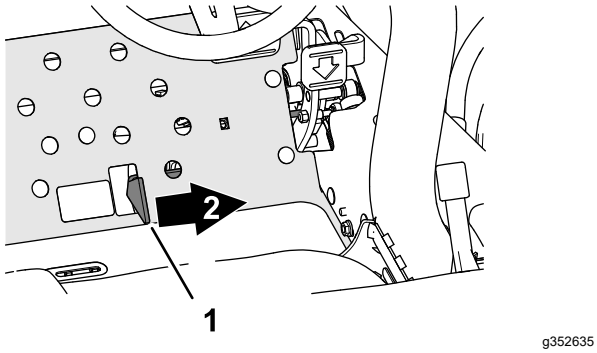

Figuur 37
3. Druk de schakelaar van de maaidekaandrijving in de stand INSCHAKELEN (Figuur 37).
4. Duw de maai-/hefhendel naar voren (Figuur 37) om de maai-eenheden neer te laten en te laten werken (de voorste maai-eenheden zijn zo ingesteld dat ze eerder naar beneden komen dan de achterste maai-eenheden).